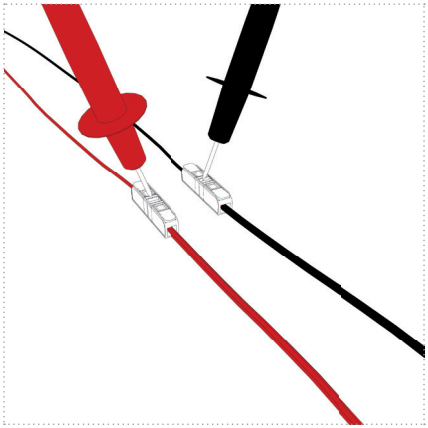

Figure 22
7. Reinsert/turn on the fuse for the UV unit's circuit and check for the correct mains voltage at the test openings of the connection terminals (Figure 22).
In winter and at sub-zero temperatures, ensure that the water in the UV unit and in the entire water system does not freeze. If this cannot be guaranteed, open all water consumers/fittings and let the pump run until no more water comes out of the fittings. For safety, now remove the hose on the water outlet side to the UV unit so that any water residues can drain out (see Figure 22 or ***4.3.4 Releasing Push-In Connectors (p.50)***). Place a towel or container under the UV unit for this purpose.